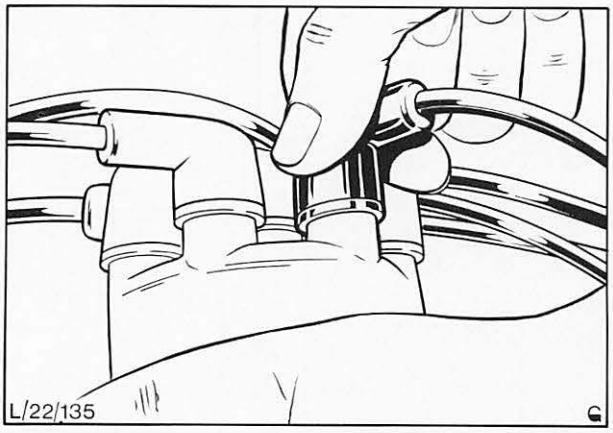

Abb. 46 Zündkabel abziehen
5. Zündkabel aus der Verteilerkappe ziehen. Beim Abziehen der Zündkabel unbedingt am Stecker, nicht am Kabel ziehen, Abb. 46.